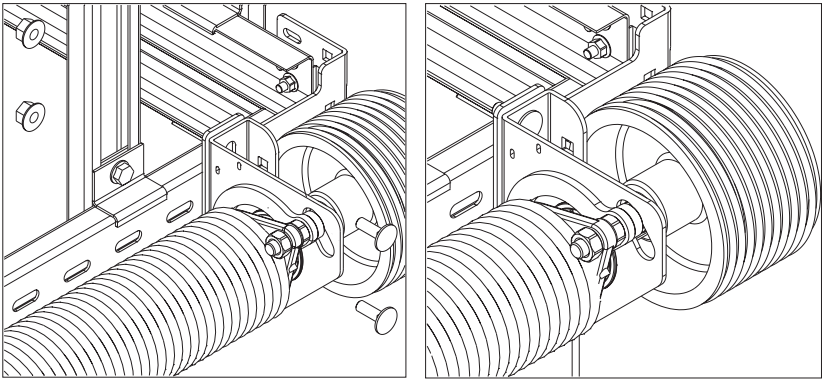

*Рис.23.1*
- закрепить храповую муфту к правому боковому суппорту двумя болтами М8х25 (рис. 23.1);